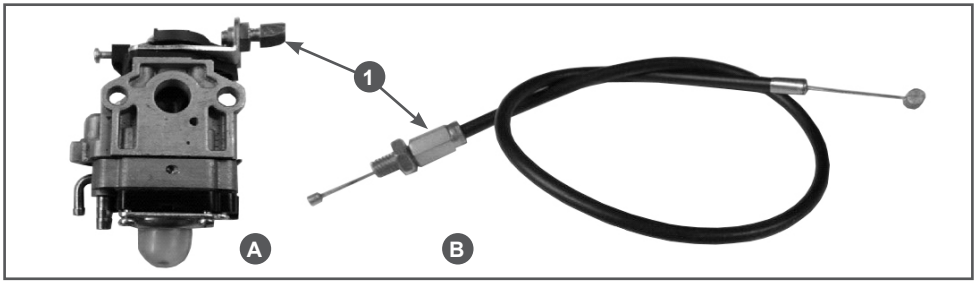
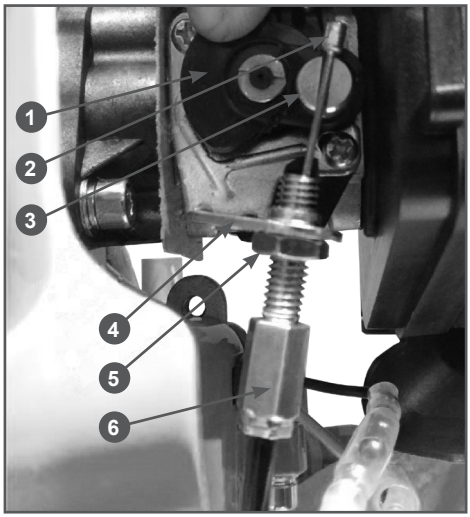

Рис. 2 Размещение регулировочного винта троса газа
Рис. 3 Установка троса газа
1.1. Регулировочный винт предварительно установлен в отверстии на кронштейне карбюратора (Рис. 2А). В этом случае необходимо просунуть трос газа внутрь направляющей.
1.2. Регулировочный винт размещен на тросе газа (Рис. 2В). В этом случае необходимо просунуть винт внутрь отверстия кронштейна 4 карбюратора и закрепить его регулировочной гайкой 5 на кронштейне (Рис. 3).
2. Установите кронштейн дроссельной заслонки карбюратора 1 в среднее положение и вставьте бобышку 2 троса в прорезь фиксатора 3, как показано на Рис. 3. Бобышка должна быть утоплена в прорези.